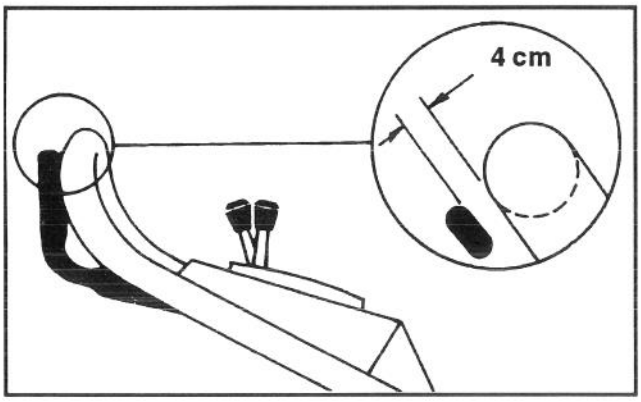

Abb. 21
4. EINSTELLUNG ÜBERPRÜFEN – Die Einstellung ist richtig, wenn der Sicherheitsgriff etwa 4 cm von der Schiebestange (Abb. 21) entfernt ist, und die Räder anfangen, sich frei zu drehen.